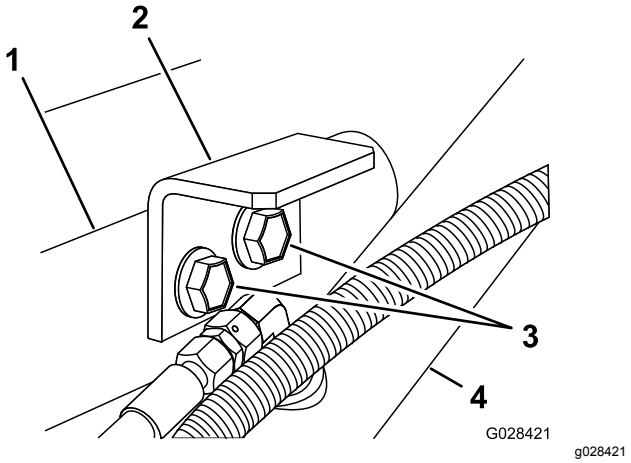

**Figur 9**
3. Fest holdebrakettene til støttebraketten og rammen med de to flenshodeboltene og flenslåsemutteren som du fjernet i trinn 1 (Figur 9).